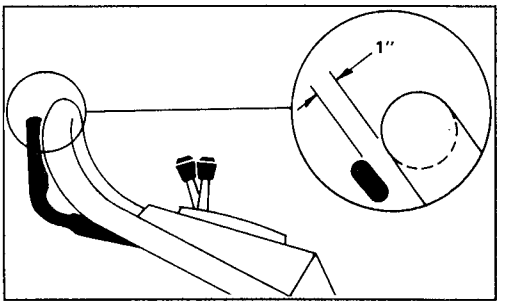

Figure 18
3. CHECK ADJUSTMENT – Mower will begin to self-propel when control bar is about 1-inch from handle (Fig. 18).